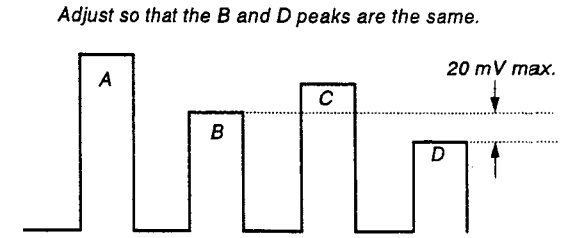

Fig. 25
4) Adjust CHROMA SECAM so that the tops of the waveform line up as in the diagram below. (Fig. 25)